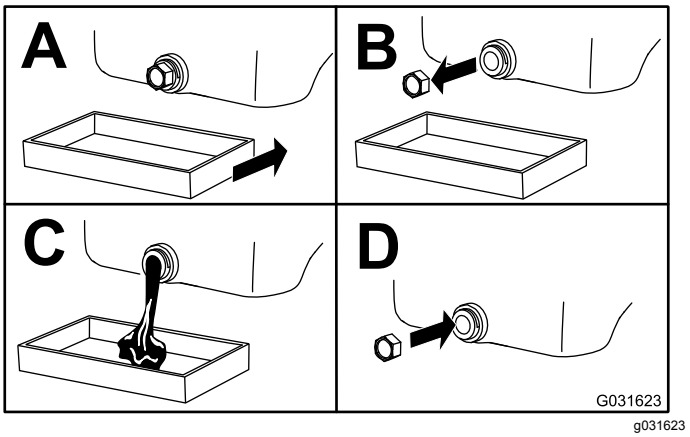

Figura 48
3. Cambiate l'olio motore come mostrato in Figura 48.